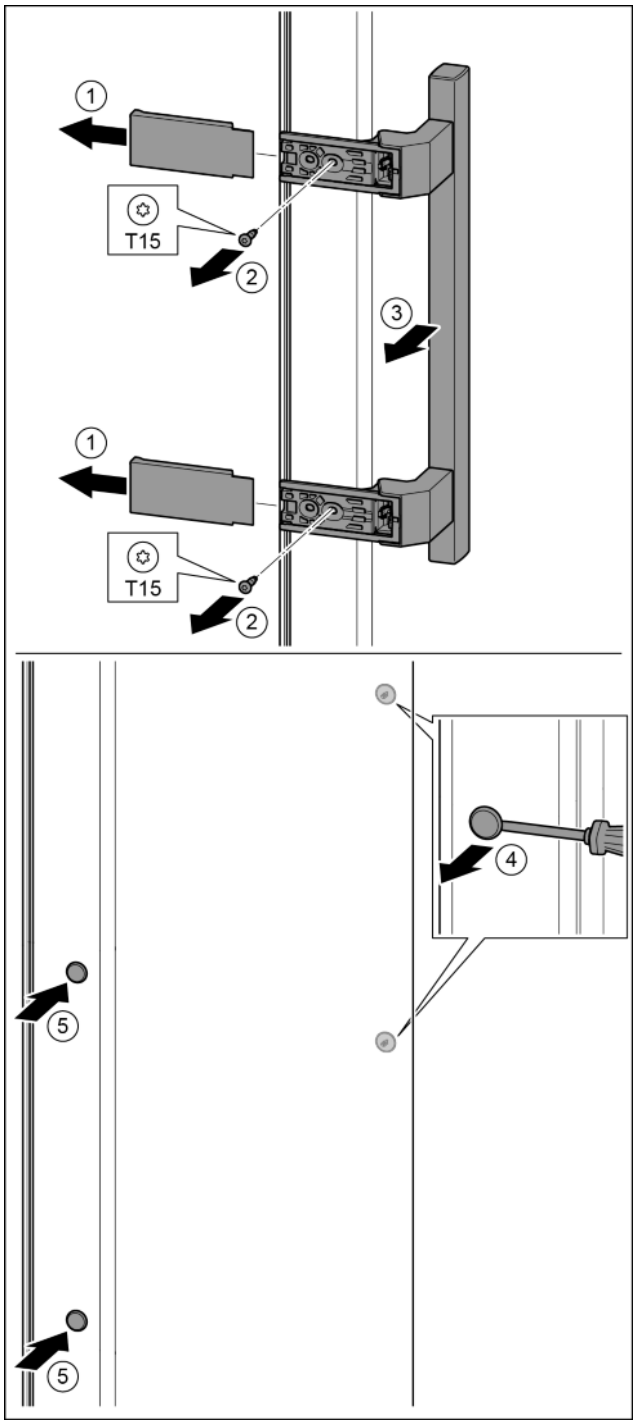

Fig. 17
- ▶ Afdekking eraf trekken. *Fig. 17 (1)*
- ▶ Schroeven met schroevendraaier T15 eruit draaien. *Fig. 17 (2)*
- ▶ Greep eraf halen. *Fig. 17 (3)*
- ▶ Zijdelingse stop voorzichtig met een sleufschroevendraaier optillen en eruit trekken. *Fig. 17 (4)*
- ▶ Stop op de andere kant weer aanbrengen. *Fig. 17 (5)*